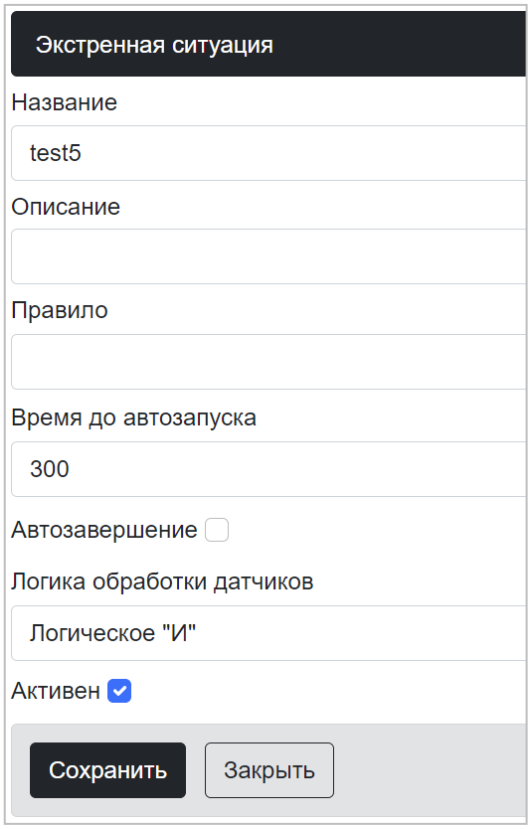

Рисунок 5.33 – ПМ «Администрирование КСЭОН СЕНСОР». Окно «Экстренная ситуация»
- «Изменить» – редактировать выбранную запись, изменение свойств и параметров записи (рисунок 5.33).